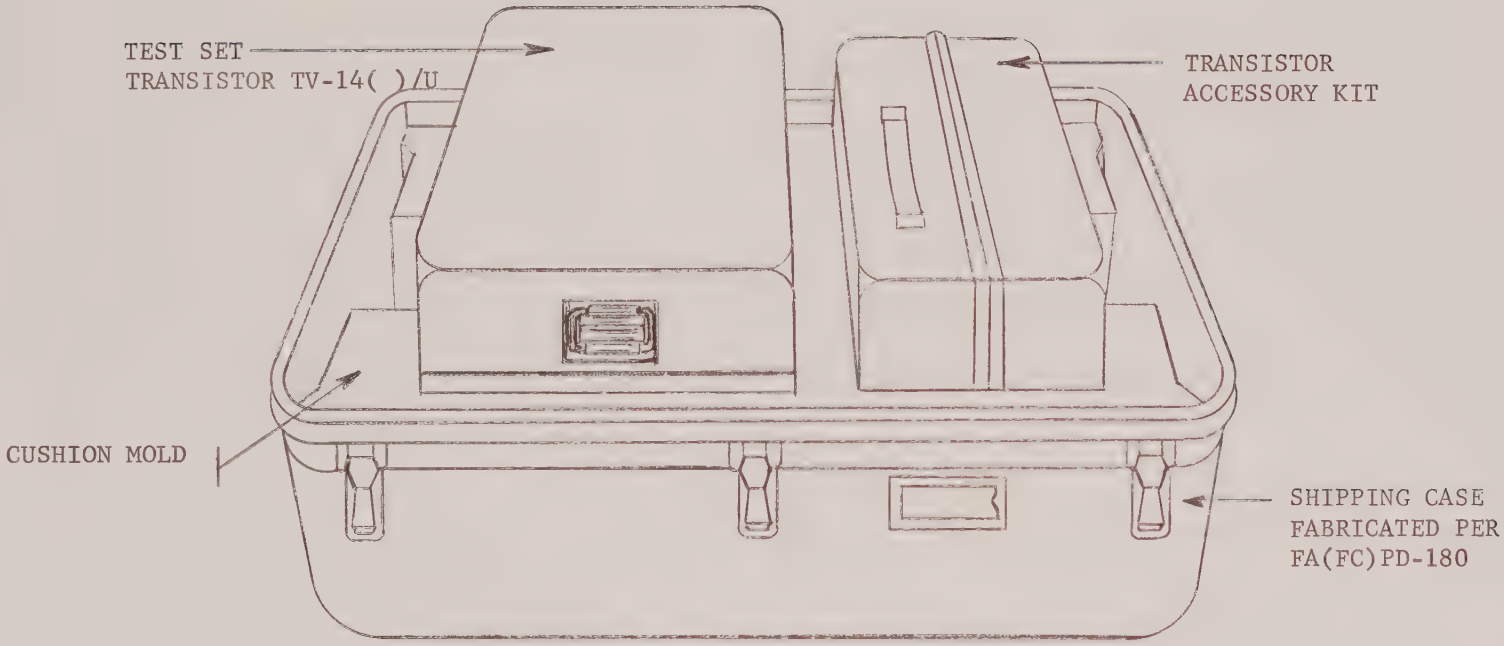

Figure 3. Automatic Transistor Tester in Shipping Container
(1) Place the reusable shipping container as near the operating position as convenient.
(2) Cut and fold back the steel straps if they have been provided around the container.
(3) Unlatch the top lid retainers.
(4) Remove the top lid of the reusable shipping container and any filler material. See Figure 3.
(5) Remove the test set and accessory case and place on work bench front face up.
(6) Remove the front cover of the test set (the one with the two carrying handles) by unlatching the four (4) retainers and lifting off. Unlatch the front-center mounting leg to the right of the AUX POWER jack and pull out the leg until it latches in the down position. Turn the test set up on its three mounting legs, front panel facing forward.
(7) Inspect the equipment for possible damage in shipment.
(8) Open the accessory case and the cover inside its top lid and remove the power cord. Except for inspection, do not remove the spare parts until they are required.
(9) Check the contents of the accessory case against the master packing slip.